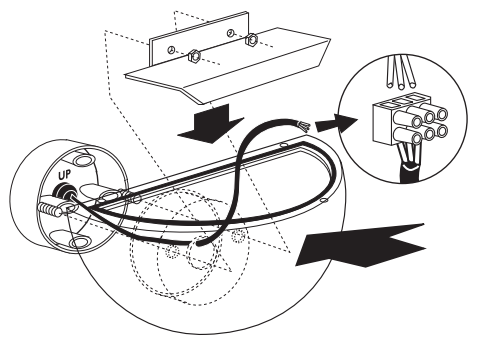

fig. 3
- Récupérer du groupe d'alimentation la borne femelle et connecter le câble d'alimentation. Le conducteur jaune-vert ⏚ et doit être connecter au pôle correspondant au symbole de terre placé sur le groupe d'alimentation **(fig. 3).**
- Die Steckerbuchse von der Versorgungsgruppe mit dem Versorgungskabel verbinden. Der gelb-grüne Leiter ⏚ muß mit dem Pol verbunden werden, der dem Erdungssymbol auf der Versorgungsgruppe entspricht **(Abb. 3).**
- Coger el sujetador hembra del grupo de alimentación y concetar el cable de alimentación. El conductor amarillo/verde ⏚ y se debe conectar al polo correspondiente al simbolo de tierra situado en el grupo de alimentación **(fig. 3).**